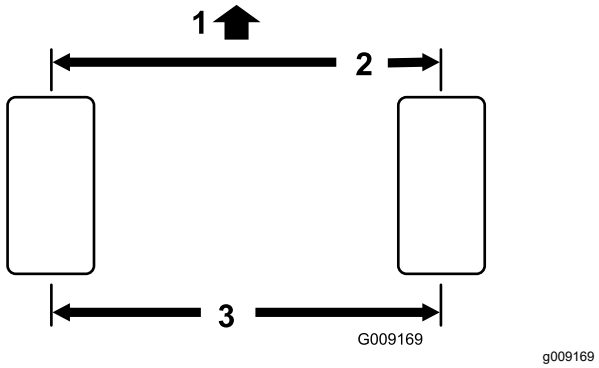

Figur 108
2. Mål afstanden fra midte til midte (i akselhøjden) på de styrende dæk, foran og bag akslen (Figur 108).